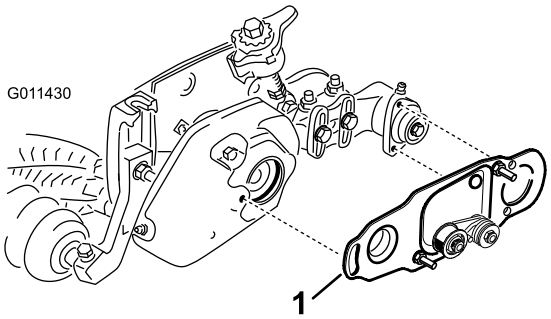

Bild 46
5. Wenn eine Rollenbürste montiert ist, stellen Sie sicher, dass die Bürstenplatte (Bild 46) parallel zur Seitenplatte der Schneideinheit und ganz in die Gummidichtungen eingesteckt ist.